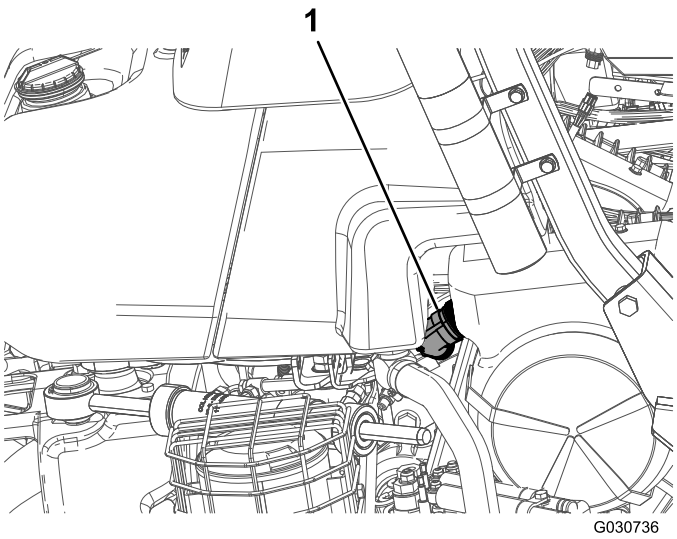

Рисунок 3
10. Отсоедините вилку от генератора, расположенного рядом с двигателем (Рисунок 3).